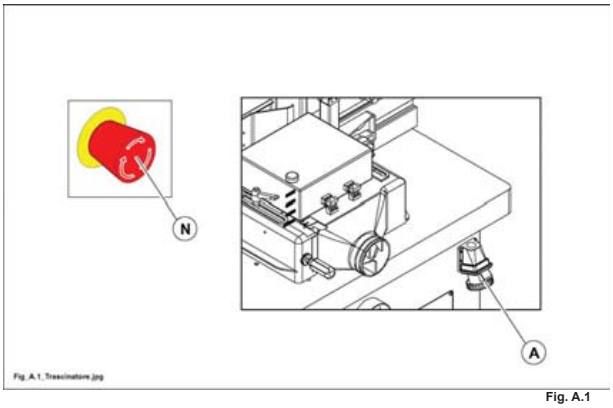

Fig. A.1
connettere il trascinatore alla presa predisposta (A fig. A.1 potenza max. 0,55 kW) .
in caso di arresto di emergenza del trascinatore premere il pulsante (N fig. A.1).
per il collegamento del trascinatore (non fornito da SCM ***), utilizzare esclusivamente la presa (A fig. A.1 potenza max. 0,55 kW), in quanto, premendo il pulsante d'emergenza si interrompe anche la tensione alla presa (A) bloccando il funzionamento del trascinatore.***